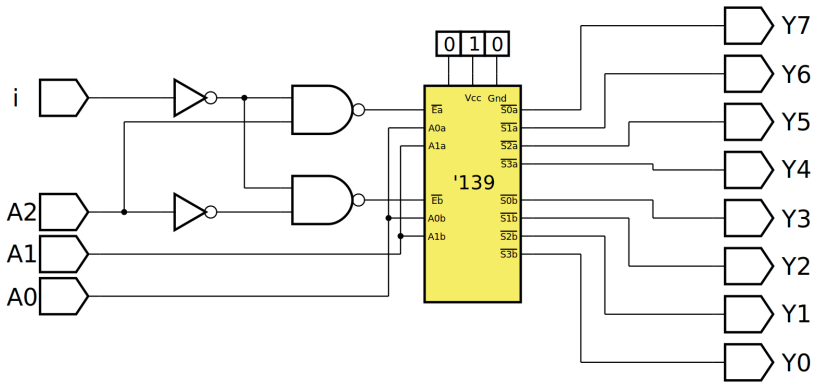

Figura 8.20 – Diagrama esquemático.
4. Utilize um programa de simulação em computador (SmartSim, Atanua, Qucs) faça a simulação do circuito da figura 8.20. Compare os resultados com a tabela 8.5.